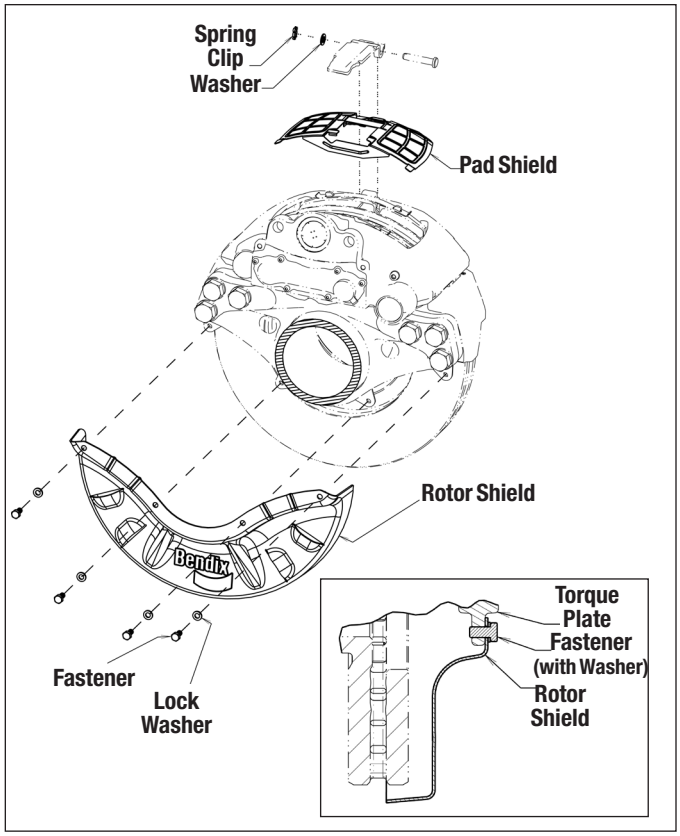

Figure 32 – Trailer Axle Exploded View with Inset Showing Rotor Shield Installation
5.1.4 **Trailer Axle Rotor Shields** (*See Figure 32*). Position the rotor shield with *the torque plate between the shield and the rotor*. With one (supplied) lock washer in place on each cap screw, pass the screws through the shield before mounting onto the threaded torque plate holes. Torque the cap screws to 24 ft-lbs (288 in-lbs).